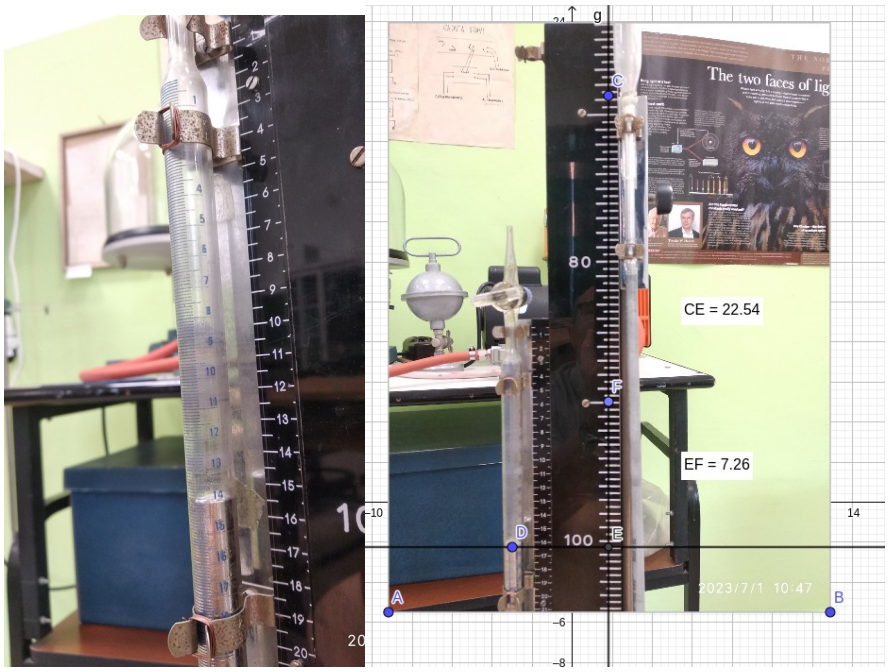

figure 2
1. V_1 = 14 ml, P_1 = 749.3 + 310 mmHg (*fig 2)*